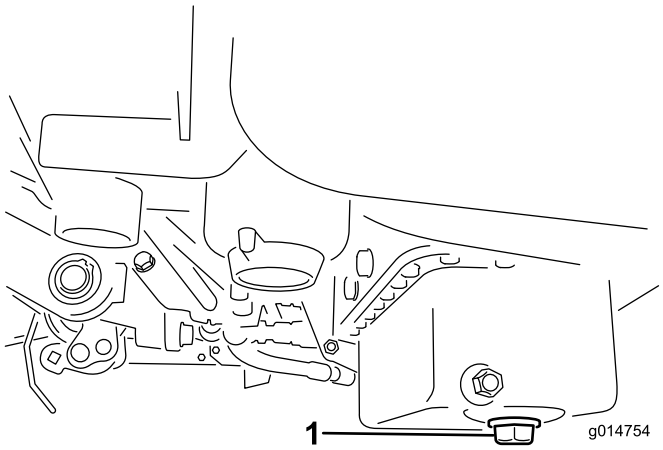

Figuur 43
1. Verwijder de aftapplug en laat de olie in een opvangbak lopen. Als er geen olie meer naar buiten stroomt, plaatst u de aftapplug terug (Figuur 43).